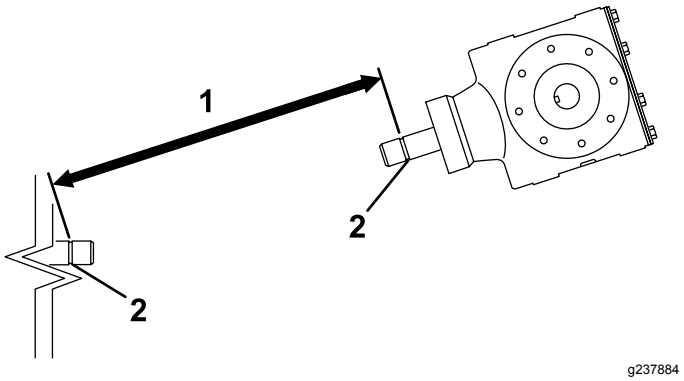
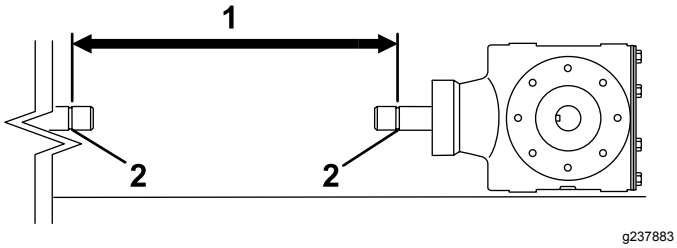
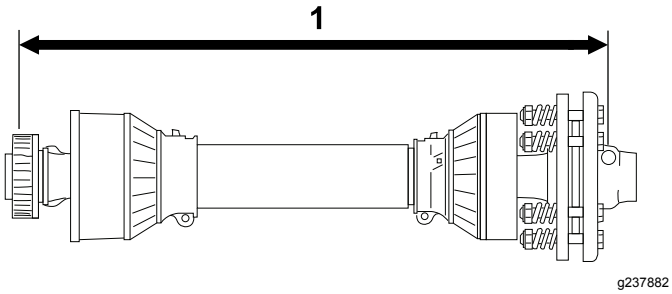

Figur 12
Figur 14
Figur 15
3. Mål afstanden fra låserillen på enden af traktorens kraftudtagsaksel til låserillen på kraftudtagsakslen på dybdelufterens gearkasse (Figur 12). Noter denne afstand. F.eks. 67 cm.
5. Mål afstanden fra låserillen på enden af traktorens kraftudtagsaksel til låserillen på kraftudtagsakslen på dybdelufterens gearkasse (Figur 14). Noter denne afstand. F.eks. 70 cm.
6. På kraftudtagsakslen skal du måle afstanden fra midten af kuglelåsepinden på den ene ende til midten af låsepinden på den anden ende (Figur 15). Noter denne afstand. F.eks. 81 cm.
7. Brug det mindste af de to mål i Figur 14 og Figur 12, og træk den afstand fra afstanden i Figur 15. F.eks. 81 cm minus 67 cm er lig med 14 cm.